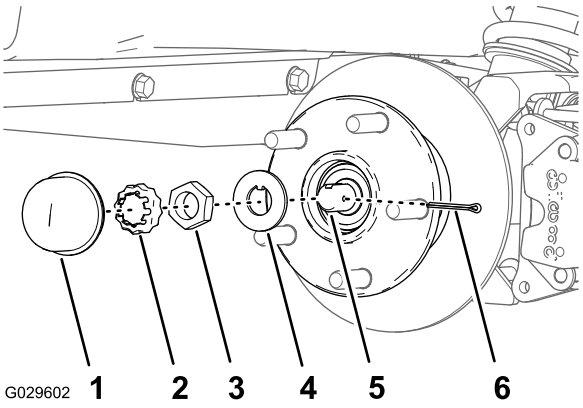
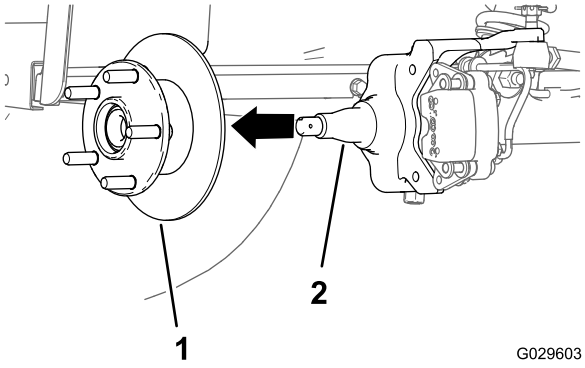

Figur 32
Figur 33
4. Ta av dammkåpan från navet (Figur 32).
5. Ta bort saxpinnen och navets hållare från spindeln och spindelmuttern (Figur 32).
6. Avlägsna spindelmuttern från spindeln och skilj sedan navet och rotorn från spindeln (Figur 32 och Figur 33).